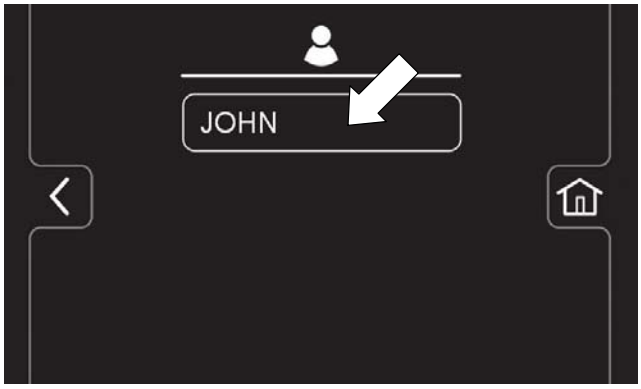

FIG. 196
7. Select a pre-assigned user profile. In this example, operator profile ”JOHN” is selected (Figure 196). Turn the key off to apply the setting.